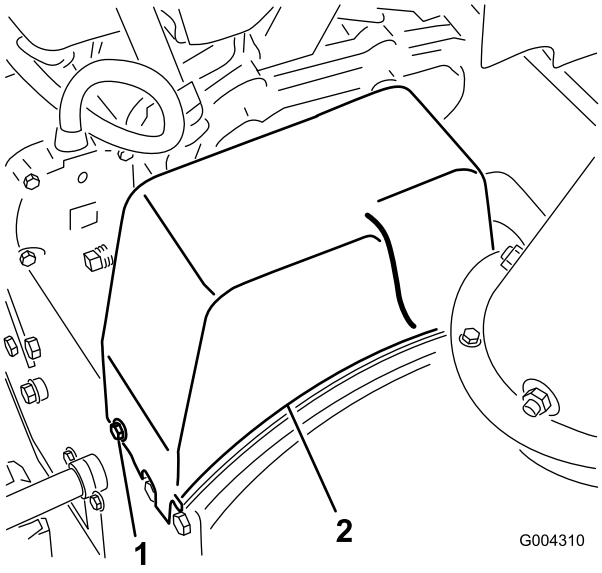

Figur 30
2. Ta bort de två flänsskruvarna som håller remkåpan på plats och ta bort kåpan (Figur 30).
1. Ta bort de två flänsskruvarna som håller remkåpan på plats och ta bort kåpan (Figur 30).